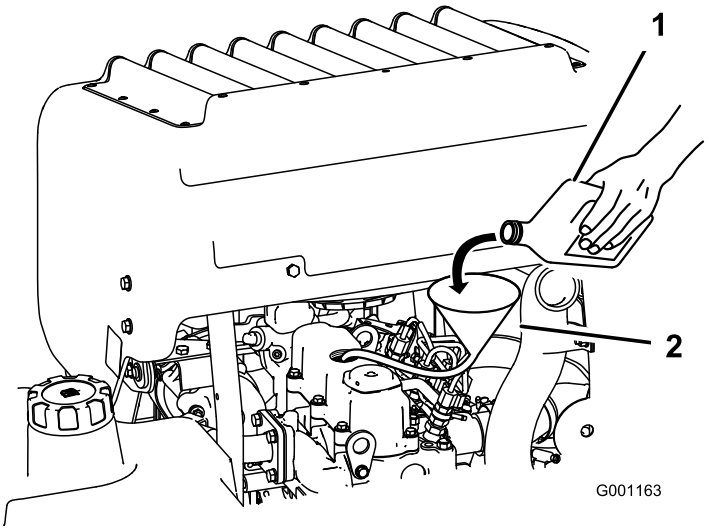

Figuur 42
3. Gebruik een slang en een trechter om motorolie bij te vullen (Figuur 42).